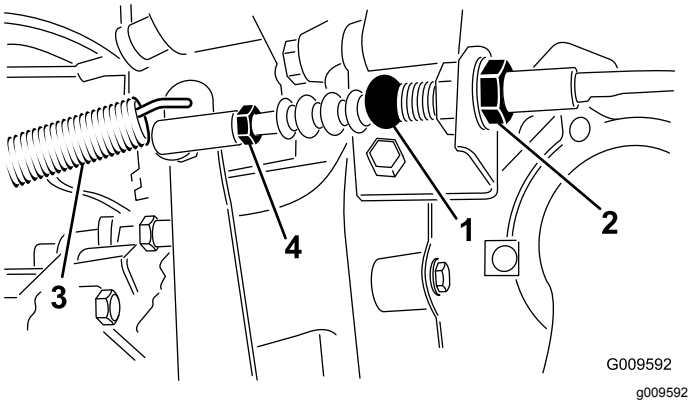

Figur 59
1. Løsn de kontramøtrikker, der fastgør koblingskablet til konsollen på klokkehuset (Figur 59).